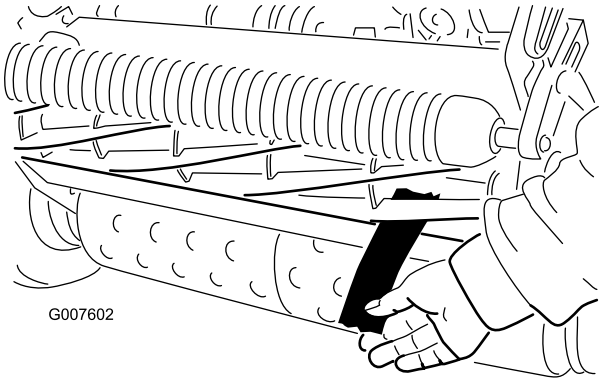

**Rysunek 46**
12. Przetestuj efektywność cięcia poprzez wsunięcie długiego paska papieru do testu cięcia między wirnik a nóż dolny, prostopadle do noża dolnego (Rysunek 46). Powoli obracaj wirnik do przodu; powinien on przeciąć papier.